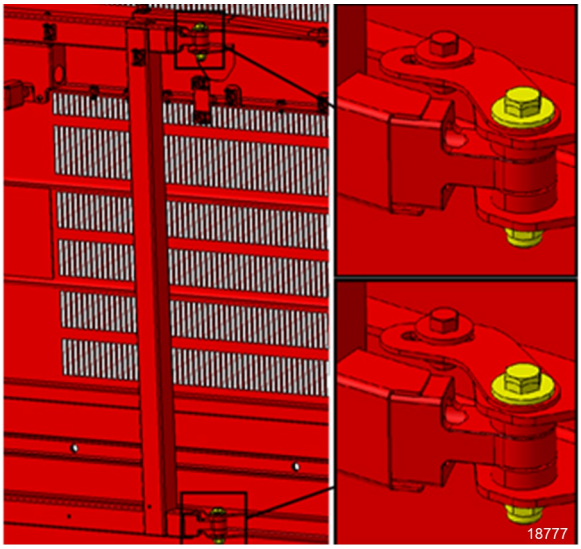
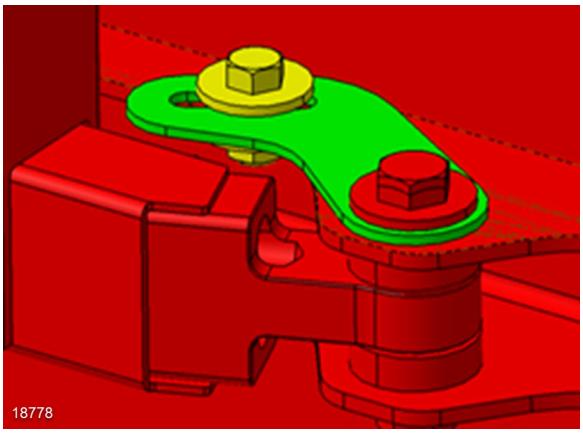

FIGURE 55
FIGURE 56: LOCKING PLATE
4. If the vertical position is out of tolerance, release the locking plate (Figure 56) and rotate the door using the adjustment provided on the inner side of the door, at the attachment points between the arm and the door (**FIGURE 55**).